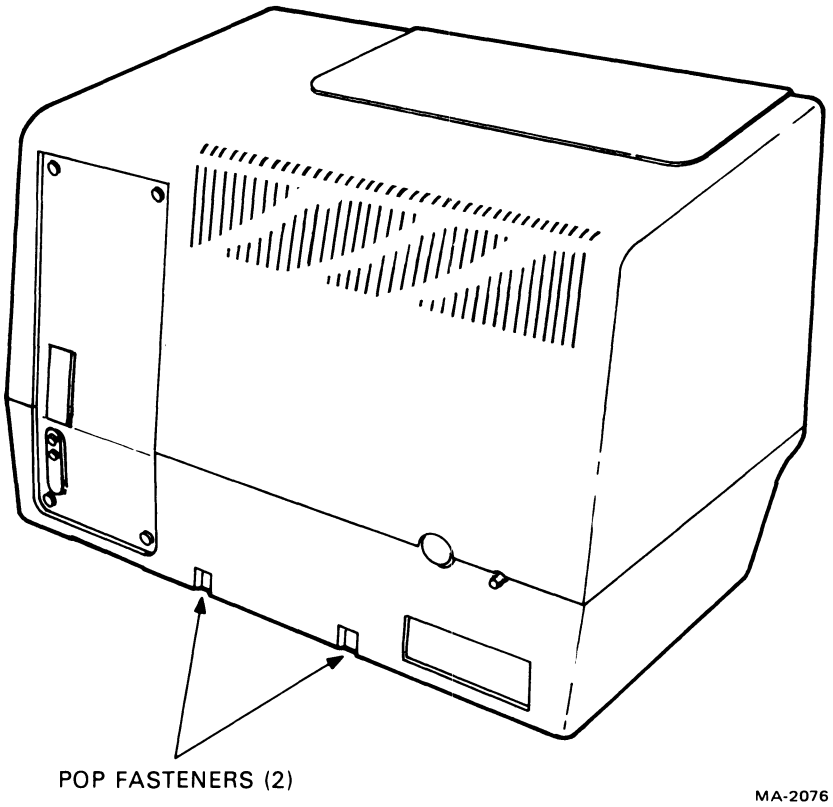

Figure 5-11b Top Cover Removal (Rear View)
3. Use a small blade-type screwdriver to release the two rear pop fasteners located on the lower rear edge of the bottom cover (Figure 5-11b).